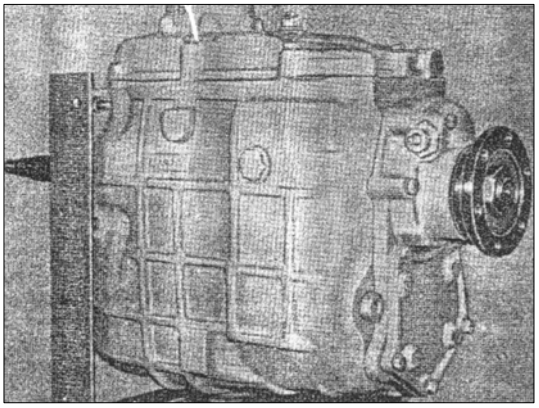

РИС. 194
1) Установите коробку передач на стенде для разборки и сборки КПП (см. рис.194)